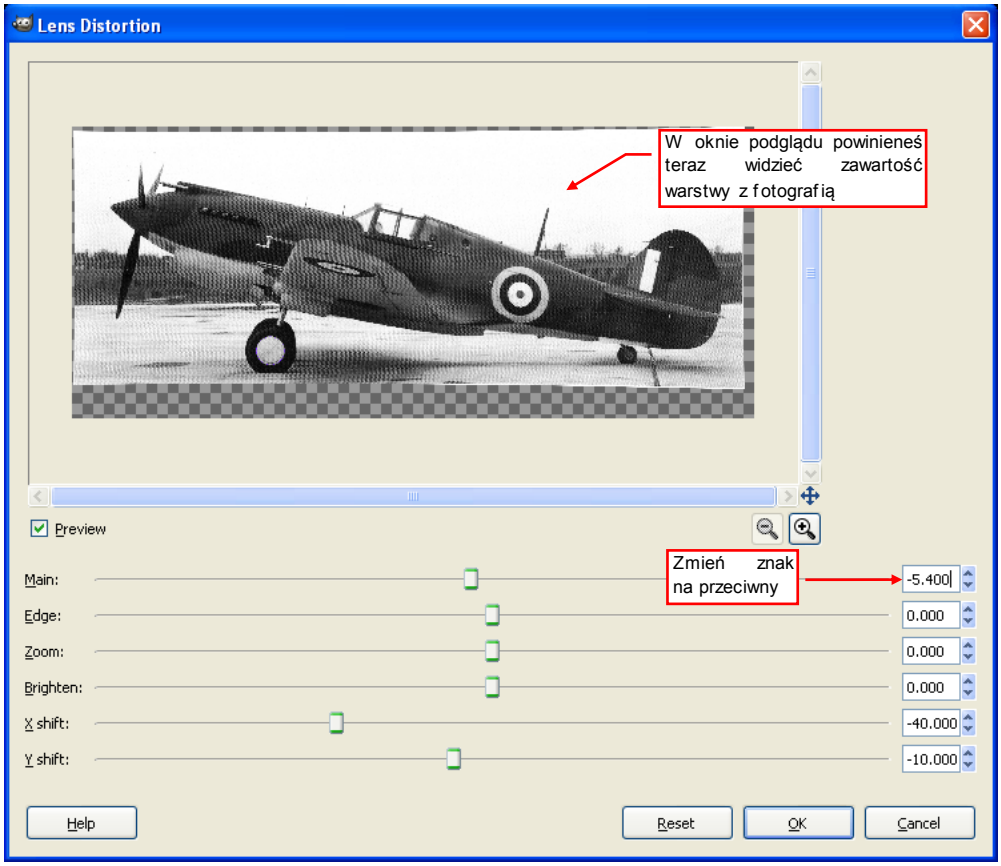

Rysunek 5.2.11 Parametry odwrotnej transformacji — z fotografii do rzutu prostopadłego
- wywołaj ponownie okno dialogowe *Lens Distortion* (***Filters→Re-Show "Lens Distortion"***) i zmień znaki parametrów ***Main*** i ***Edge*** (Rysunek 5.2.11):